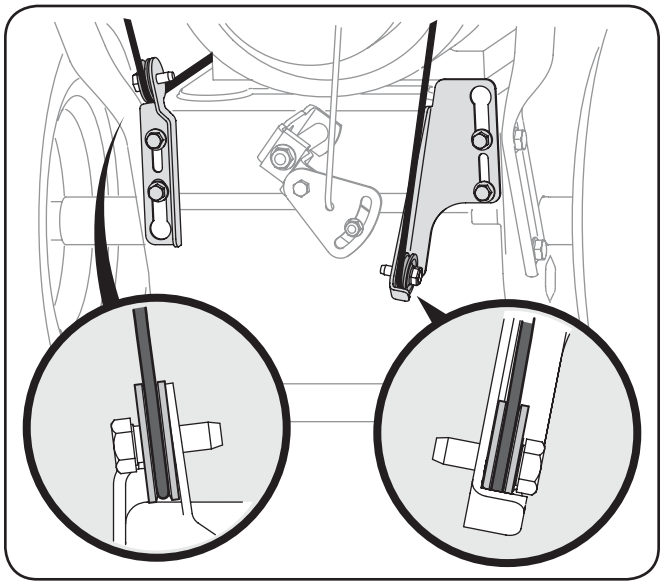
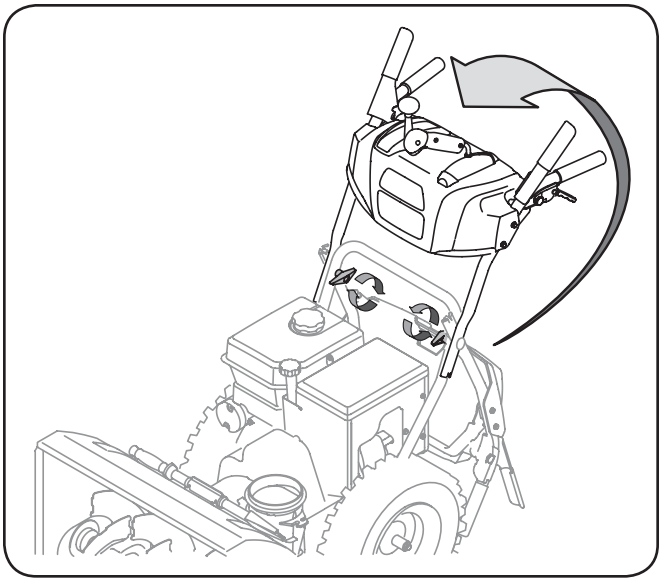

Fig. 3-1
Fig. 3-2
2. Assurez-vous que les deux câbles, sur la partie inférieure de la souffleuse, sont bien alignés avec les rouleaux de guidage. Voir la Fig. 3-1. Redressez le guidon supérieur, alignez le guidon supérieur avec le guidon inférieur. Voir la Fig. 3-2.